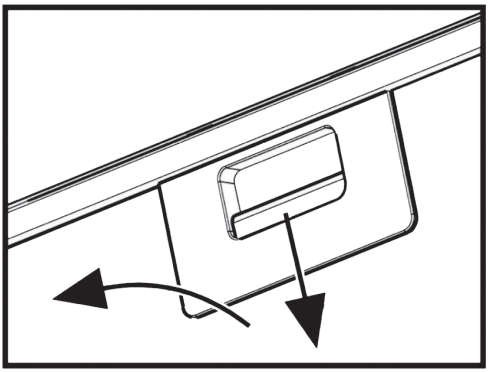

Fig. 6
7.10 To remove the aluminium filter **(Fig. 6)**, press on the spring sliding part and, pulling down, remove the filter from the panel. Install the filter in the reverse order.